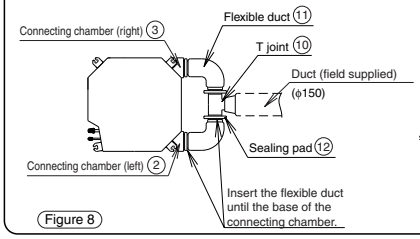

Figure 8
(3) Connect the connecting chamber and T joint. Figure 8